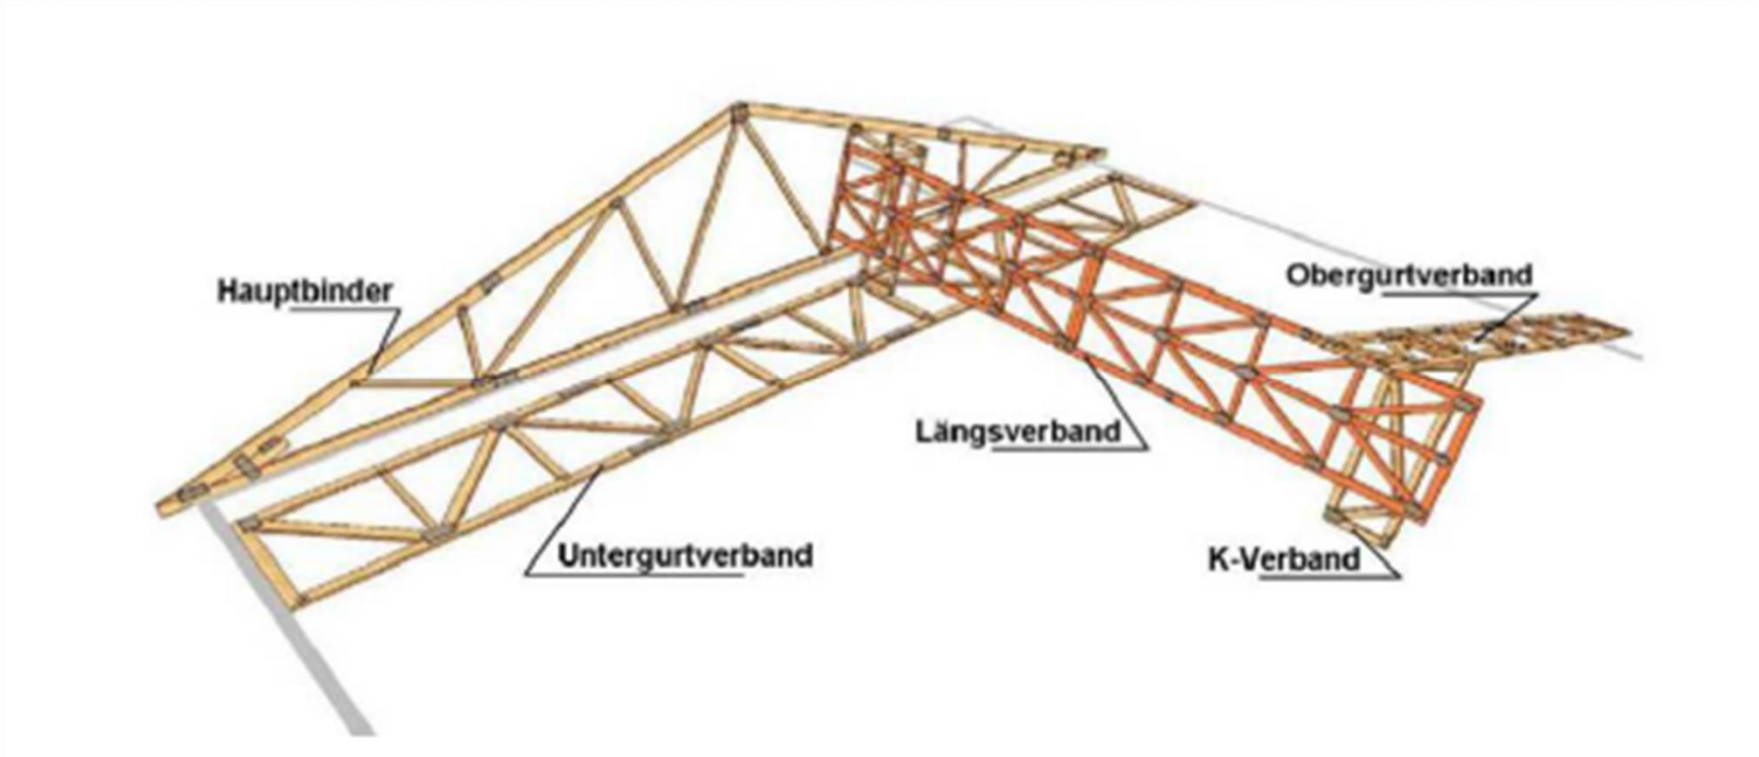

Fig. 1 Isometrie Dachstuhl (Beispiel) mit stehendem Längsverband
2. Der Ausfall eines Binders kann durch einen stehenden Längsverband aufgenommen werden (Fig. 1), welcher gleichzeitig zur Aussteifung der Knickstäbe des Binders dient. Der Längsverband muss die Last aus dem ausgefallenen Binder aufnehmen und in die beiden benachbarten Binder einleiten können. Die Bemessung des Längsverbandes sowie der Binder mit den erhöhten Lasten erfolgt als außergewöhnlicher Lastfall.